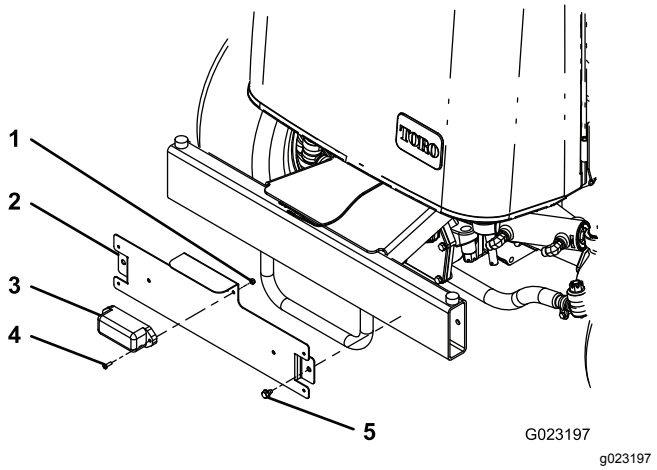

Figura 21
1. Fissate la luce della targa sulla relativa staffa con 2 viti (n. 10 x ⅝") e 2 dadi di bloccaggio (Figura 21).
2. Montate la staffa della targa sul paraurti posteriore con 2 viti autofilettanti (5/16" x ½"), come illustrato nella Figura 21.
Nota: Collocate la staffa della targa come illustrato nella Figura 21.